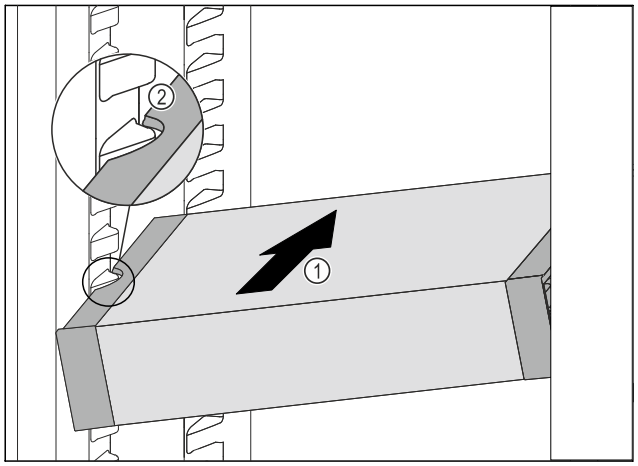

Fig. 168
▶ Insert the VarioSafe into the fridge section at an angle *Fig. 168 (1)* until the recesses in the side *Fig. 168 (2)* of the VarioSafe are at the level of the support rib in the fridge section.